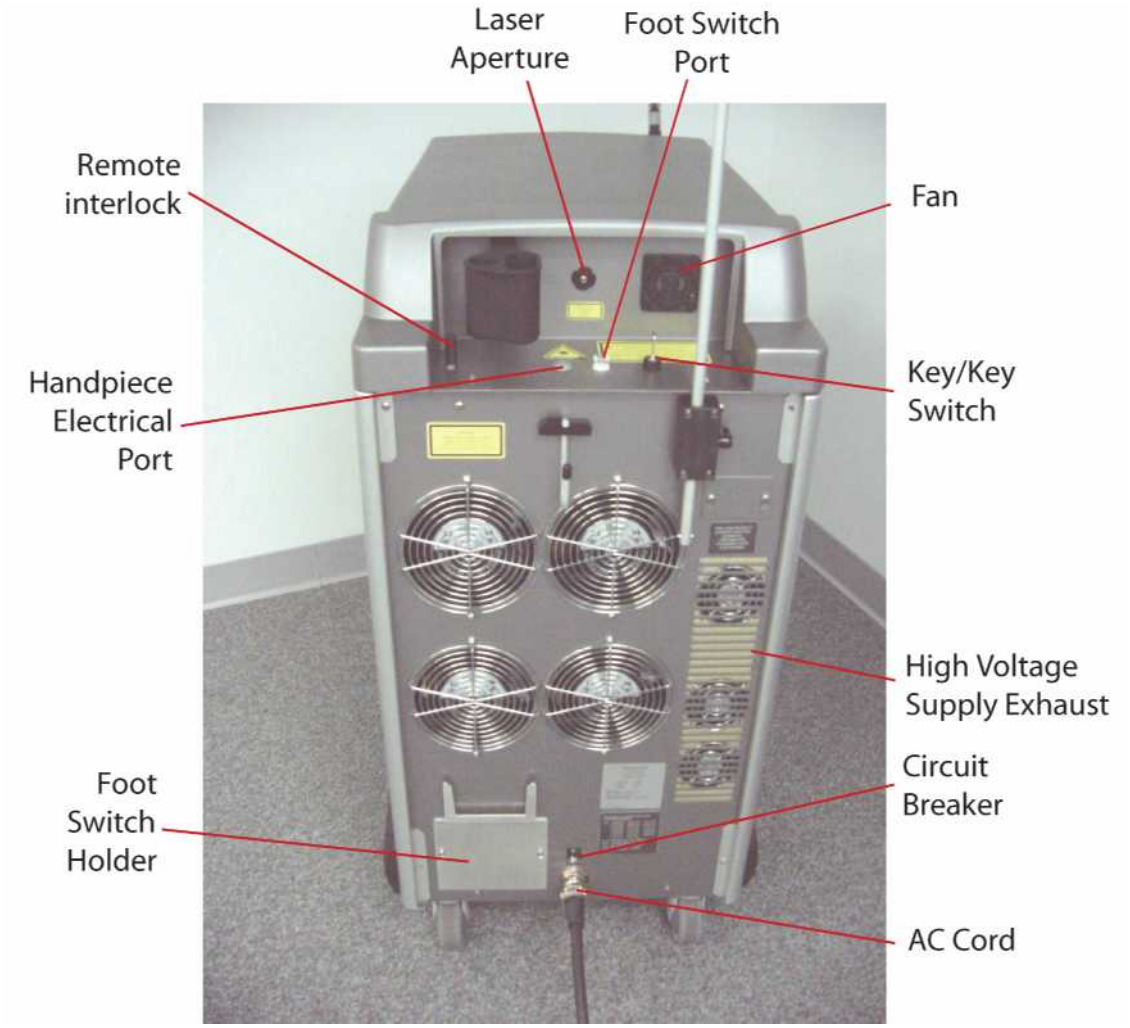

Figure 2C–Main Components, Rear View
Refer to **Figures 2C and 3** for an illustration of the fiber assembly and handpiece.
1. Screw the fiber connector into the laser aperture on the rear of the laser. See **Figure 2C** for laser aperture location. Firmly tighten by hand.
2. Firmly seat the electrical connector into the handpiece electrical port on the rear of the laser. See **Figure 2C** for the location of handpiece electrical port.
- The Foot Switch, a pneumatic switch that reduces the chance of electrical hazard in a wet environment. To connect the foot switch, insert the foot switch into the footswitch port on the rear of the laser. See **Figure 2C**.